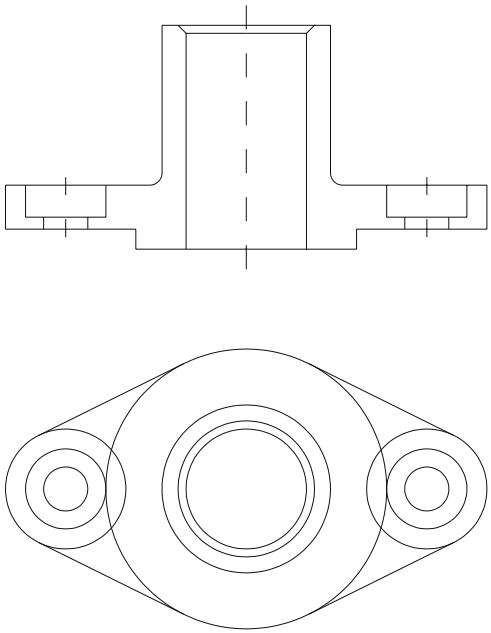

Fig. 7.11
- ***Trasarea conturului exterior şi interior al vederii de sus,*** pe layer-ul ”**CONTUR**”. Originea sistemului de coordonate (UCS) va fi ”mutată” astfel încât, să fie poziţionată în centrul vederii (fig. 7.11).